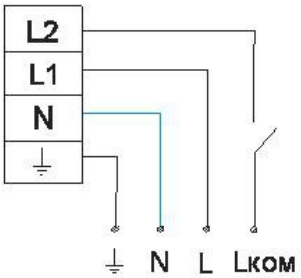

Рис.2
3.3 Если предполагается управлять лампой рабочего освещения, то удалите перемычку L1-L2, и присоедините фазовый провод коммутируемой сети к клемме L2 (см. рис. 2).